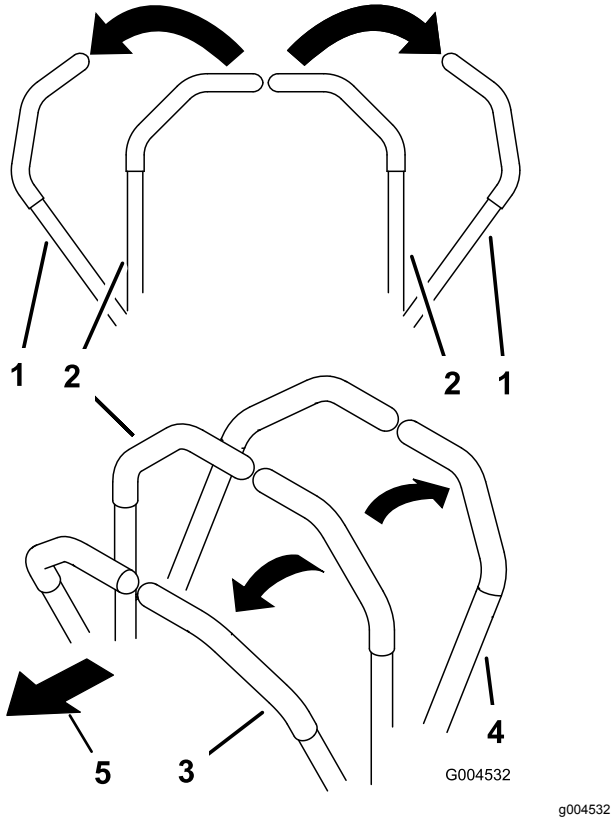

Figur 19
1. För reglerhandtagen till det neutrala låsläget (Figur 19).